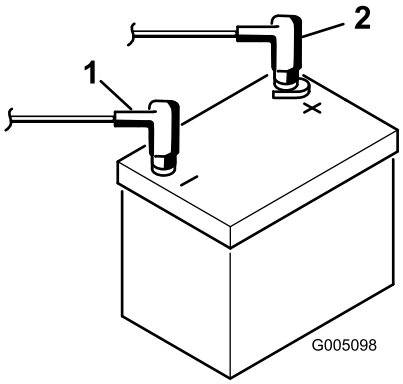

**Figur 8**
9. Koble den positive kabelen (rød) til den positive (+) polen og den negative kabelen (svart) til den negative (-) polen, og fest dem med bolter og mutre (Figur 8). Skyv gummihetten over den positive polen for å forhindre muligheten for kortslutning.